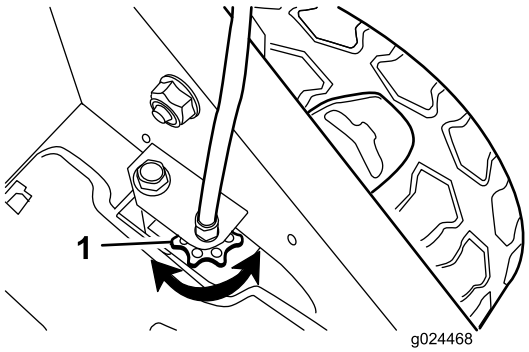

Figur 24
- Om hjulen inte snurrar när du drar in självdrivningsstången är drivremmen för lös. Rotera hjuldrivningsreglageratten (Figur 24) ett varv medsols och upprepa stegen 4 till 6.
- Om hjulen snurrar innan du har dragit in självdrivningsstången helt, är drivremmen för hårt spänd. Rotera hjuldrivningsreglageratten (Figur 24) ett varv motsols och upprepa stegen 4 till 6.